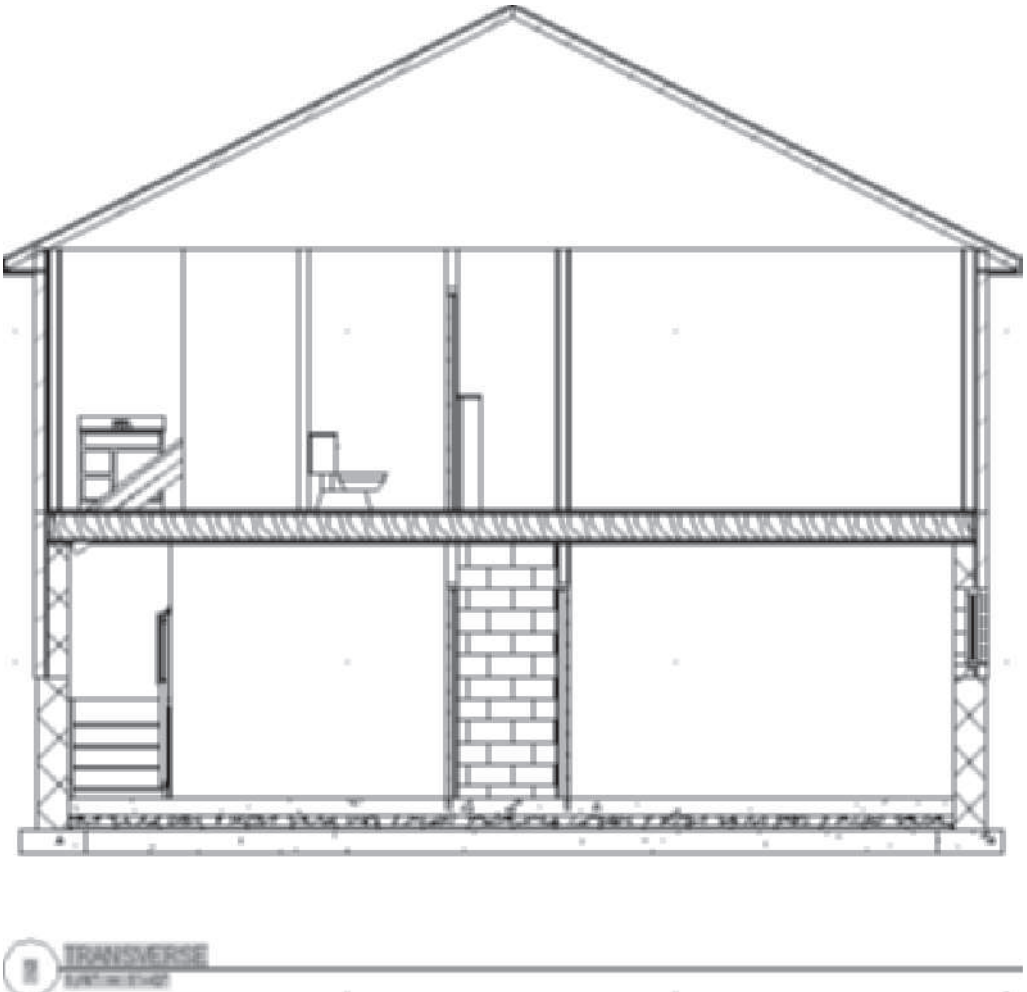

FIGURE 12.86 *Hatch pattern removed from objects with the Standard material definition*
17. Select the section, right-click, and choose **Refresh**. The hatching is removed from components with the Standard material definition as shown in Figure 12.86.